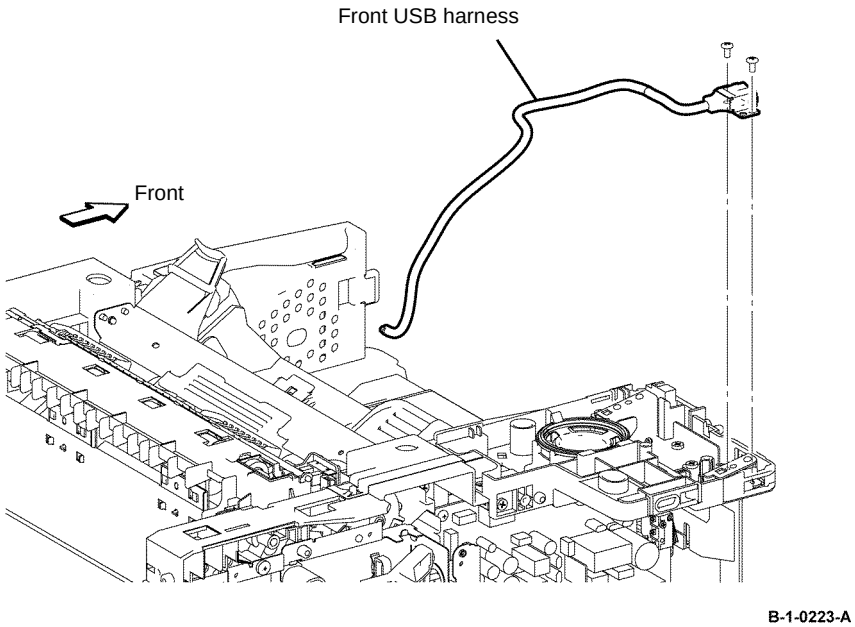

Figure 2 Front USB harness removal
13. Disconnect P/J631 from the ESS PWB, Figure 2.
14. Remove two screws (silver, M3, 6mm), then remove the front USB harness, Figure 2.